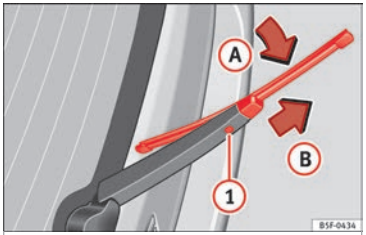

Fig. 79 Changing the rear wiper blade
- Pull the wiper blade out of its mounting on the wiper arm ››› Fig. 79 (arrow (A)).
- Hold down the release button ››› Fig. 79 (1) while gently pulling the blade in the direction of arrow (B). This may require some strength.
- Insert a new blade of the **same length and type** in the wiper arm in the opposite direction to the arrow ››› Fig. 79 (B) and hook into place. This feature is operational when the knob is in position (arrow (A)).